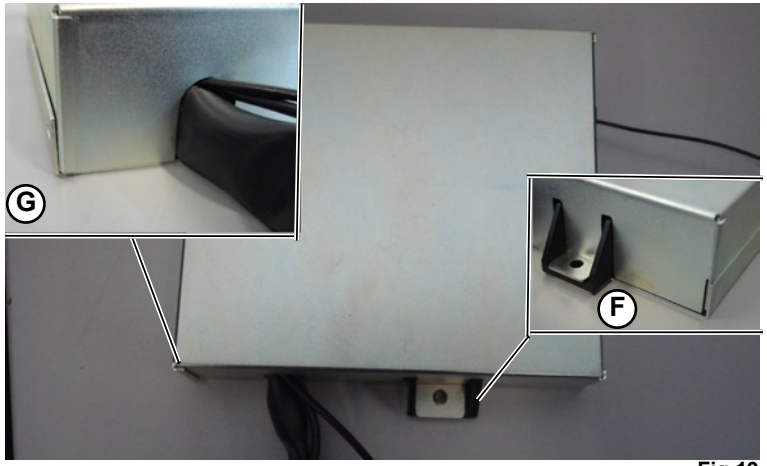

Fig.19
44. Using the top part of the metal cage (**6-Fig.1**), close the VTS ECU (with all harnesses connected) into its metal protection cage as shown in the picture beside (**Fig.19**). The picture beside (**F-Fig.19**) shows also how the bottom part and the top one have to be perfectly jammed between them. The harnesses connected at the VTS ECU have to come out through the special hole (**G-Fig.19**) present in the side of the metal protection cage.